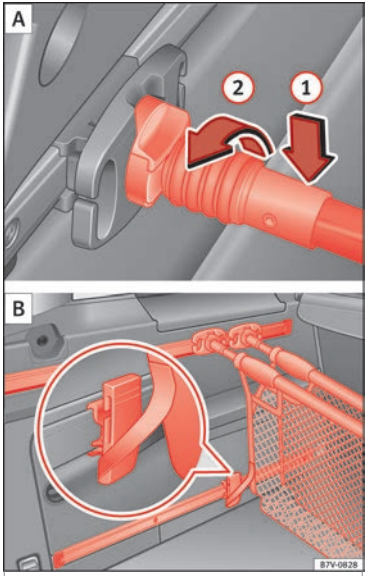

Fig. 171 Hook the baggage net A and use it as a bag B.
Place the attachment rod on the baggage net support ››› **Fig. 171** (1) and rotate 90° to the left (2). The red mark on the attachment rod should not be visible ››› ⚠.
- Hook the baggage net attachment strap underneath into one of the movable attachment elements ››› **Fig. 171 B**.